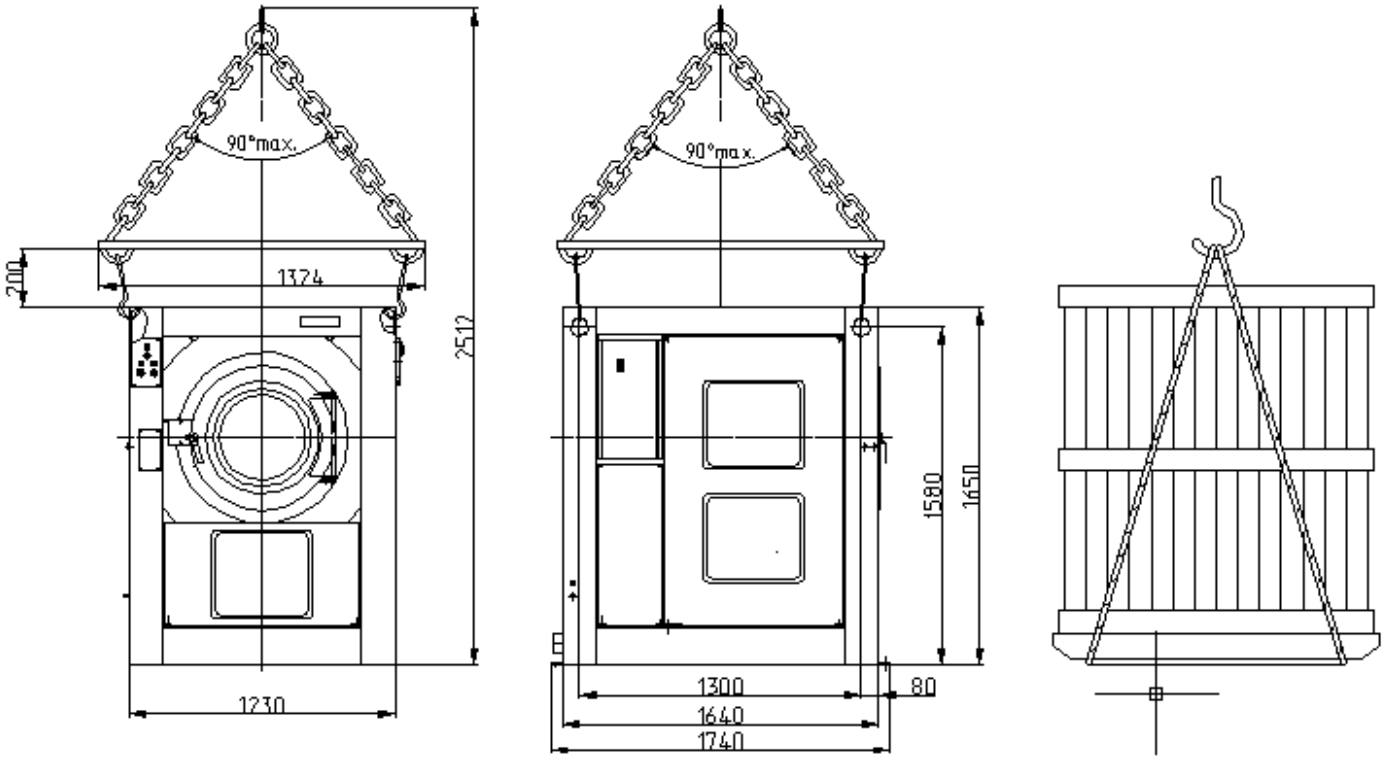

Рис.8
14.9. Транспортировка стиральной машины должна производиться в соответствии со схемой (рис. 8).